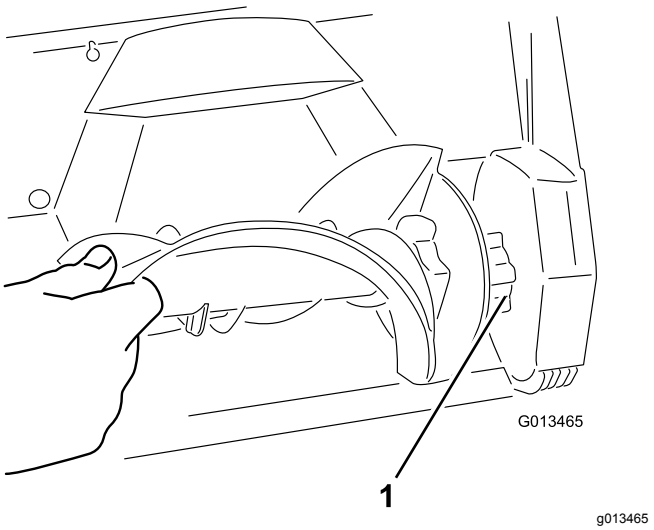

**Figur 17**
4. Montera den nya rotorn genom att föra in rotorns ände i kåpans avpassade ände och rotera rotorn tills den snäpper på plats (Figur 17).